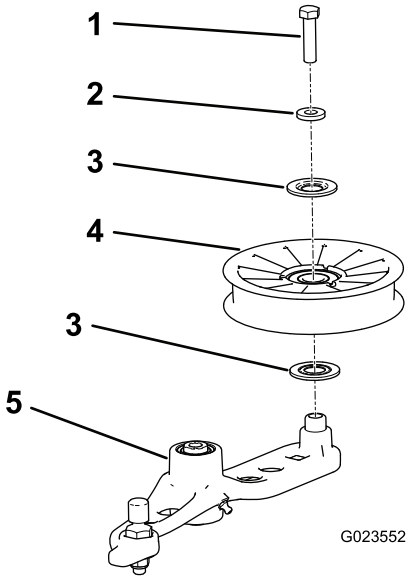

**Figur 59**
6. Lossa skruven som fäster den gamla remspännarskivan vid spännarmen och montera en ny skiva (Figur 59).